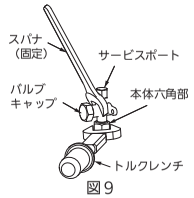

図９
- フレアナットを取りはずすとき、取り付けるときは、バルブキャップにスパナを掛けないでください。弁が壊れるおそれがあります。（図９）